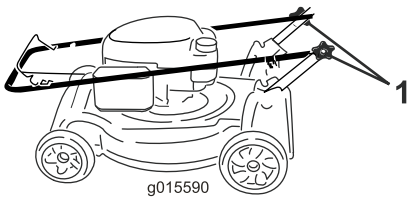

Figur 3
1. Løsne knottene (Figur 3).
3. Stram til håndtaksknottene for hånd (Figur 3).